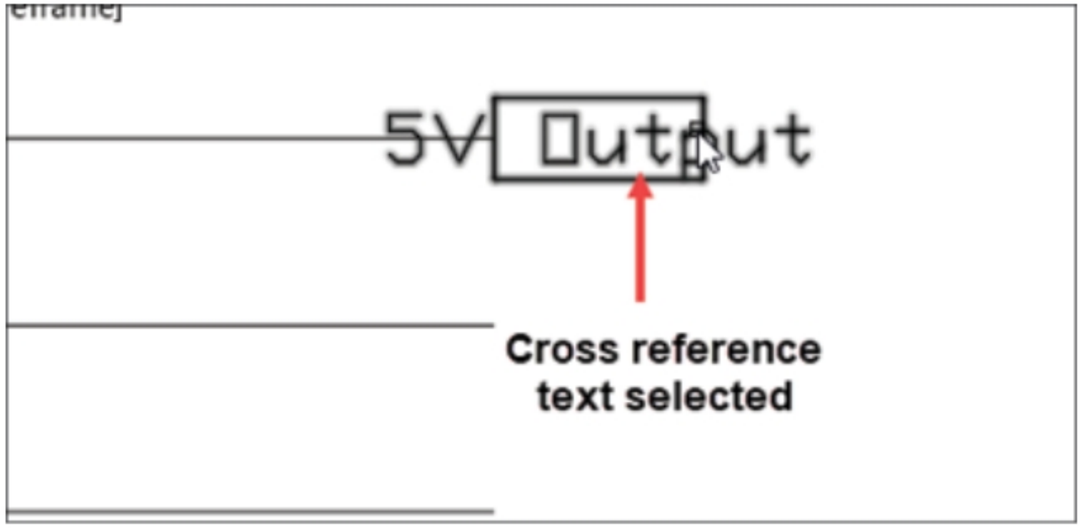

Figure-57. Cross-reference text selected
- Click on desired cross-reference texts; refer to Figure-57 and press **ENTER**. The text of cross-reference will be converted to multiline text.